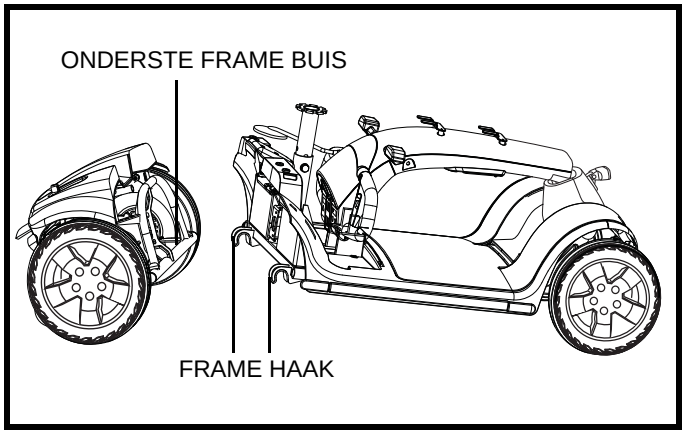

**Figuur 24. Frame demonteren**
4. Til het voorstuk op totdat de framehaken van het voorstuk los komen van het achterstuk. **Zie figuur 24**.
5. Scheid langzaam de twee delen. **Zie figuur 24**.
1. Plaats het voorstuk en achterstuk van uw scootmobiel zoals afgebeeld in **figuur 24**.